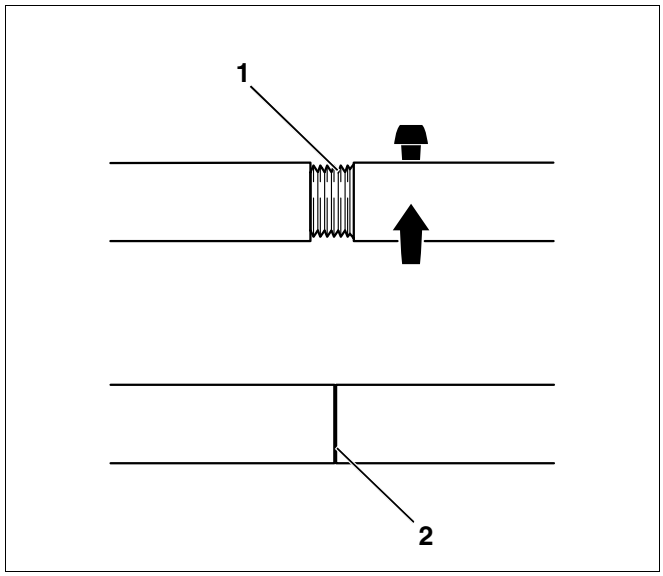

Рис. 15 Резьбовое соединение стяжных штанг
- Проверяйте штанги перед каждым применением и, при необходимости, подтягивайте их (рис. 15, **поз. 2**). При правильном соединении штанги полностью скручены, и резьбы не видно.